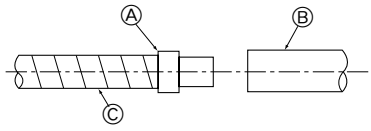

Fig. 5-1
5.1. Дренажные трубы (Fig. 5-1)